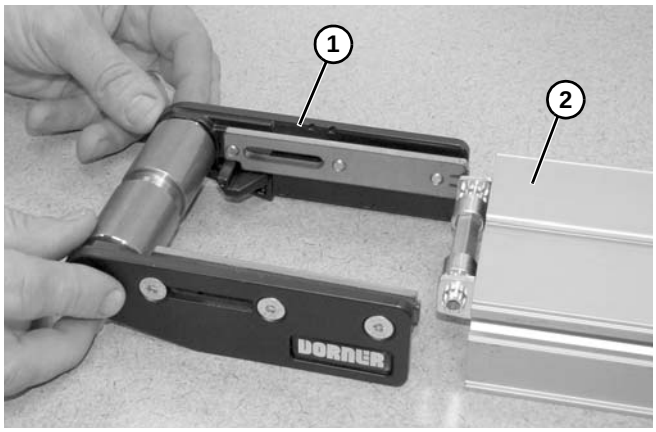

Abbildung 87
2. Bandradseite **(Abbildung 87, Teil 1)** entfernen und dazu vom Förderband **(Abbildung 87, Teil 2)** schieben.